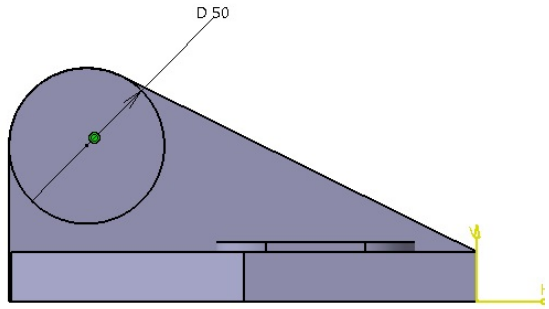

Figure 5-76 *Sketch for the fourth feature*
feature, refer to Figures 5-76 and 5-77.
2. Draw the sketch for the fourth feature, which is a circle of diameter **50**. Next, apply concentricity constraint between the circle and the curved edge, refer to Figure 5-76, and then exit the **Sketcher** workbench.